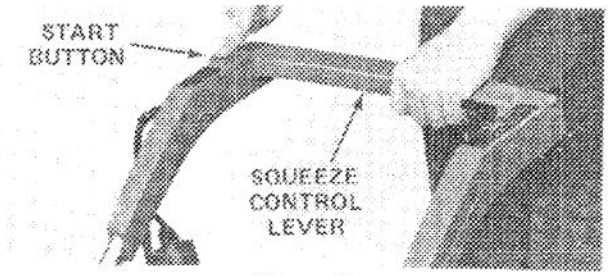

Figure 5
1. Lift control lever and push start button. Mower will start instantly (Fig. 5).